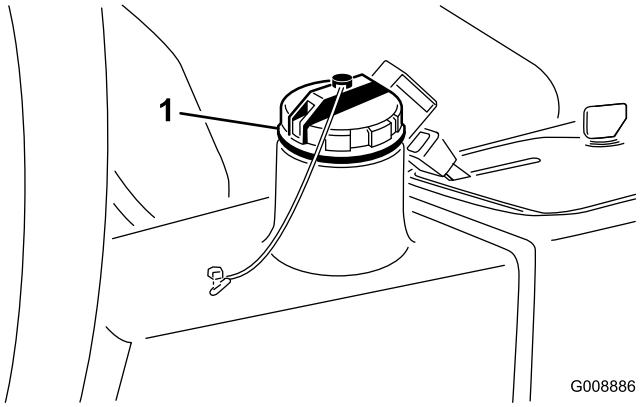

Rysunek 42
2. Oczyść okolice szyjki i korka wlewu oleju hydraulicznego do zbiornika (Rysunek 42), po czym odkręć korek.